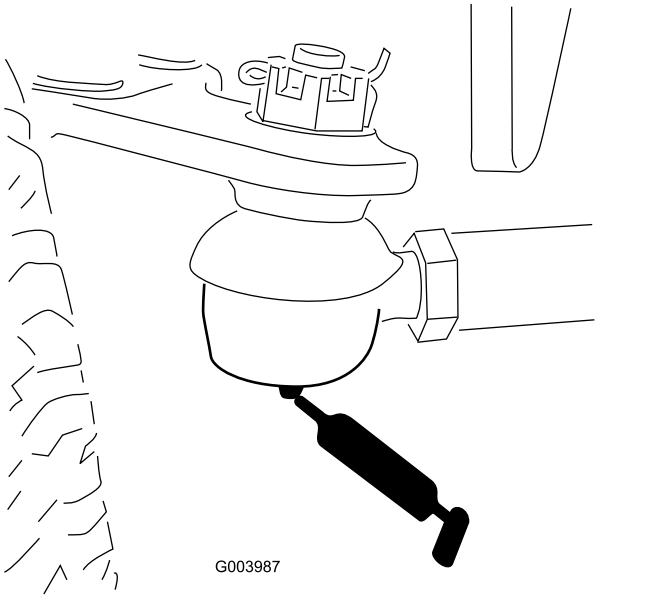

**Figura 33**
- Tirante del ponte posteriore (2)—Figura 33